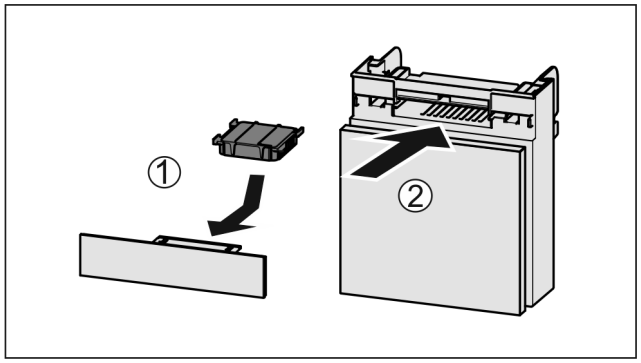

Fig. 148
▶ Insert the carbon filter as shown in the diagram *Fig. 148 (1)*.
▶ Push the compartment in *Fig. 148 (2)*.